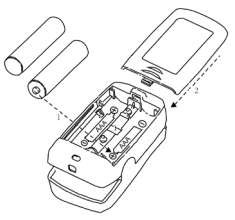

Figure 2 Installation de la batterie
1. Reportez-vous à la figure 2, insérez deux piles AAA dans le compartiment à piles en respectant la polarité indiquée.